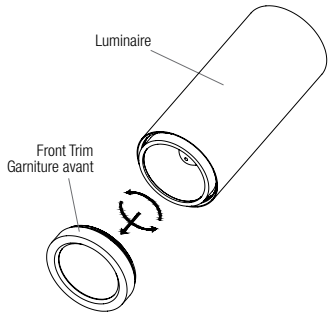

Fig. 5a
1. Unscrew the front trim (Fig. 5a).
1. Dévisser la garniture avant vers l'extérieur (Fig. 5a).